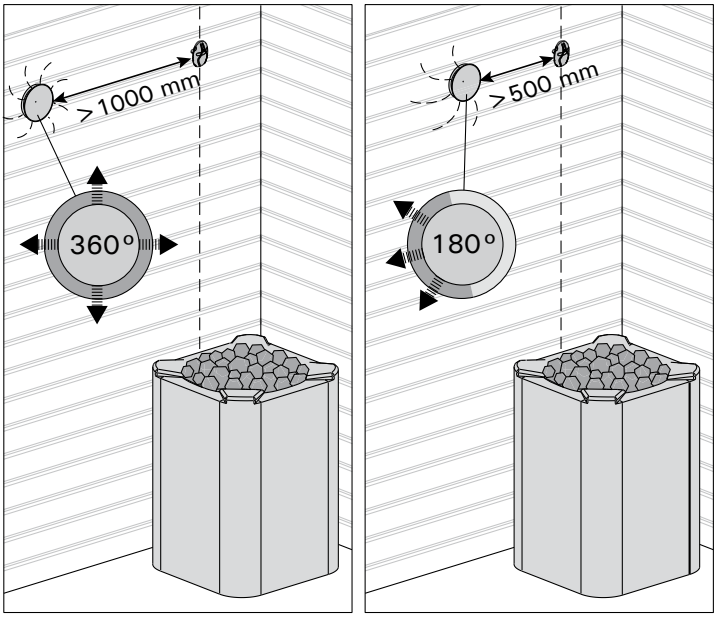

*Figura 10. Distanza minima tra il sensore e gli sfiatatoi*
**NOTA: Non installare il sensore di temperatura a meno di 1000 mm da uno sfiatatoio onnidirezionale o a meno di 500 mm da uno sfiatatoio non rivolto verso il sensore. Vedere la figura 10.** Il flusso di aria in prossimità degli sfiatatoi raffredda il sensore, che potrebbe pertanto riportare alla centralina misurazioni della temperatura non corrette, con conseguente surriscaldamento della stufa.